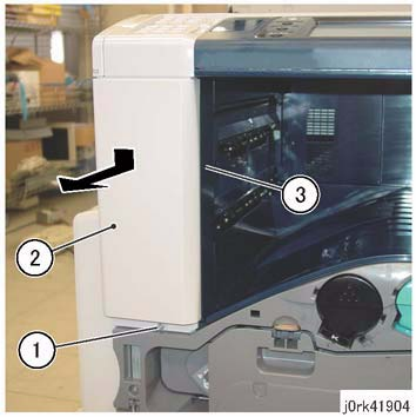

Figure 2 Front Left Cover and the Exit Front Cover
4. Remove the Front Left Cover and the Exit Front Cover. (Figure 2)